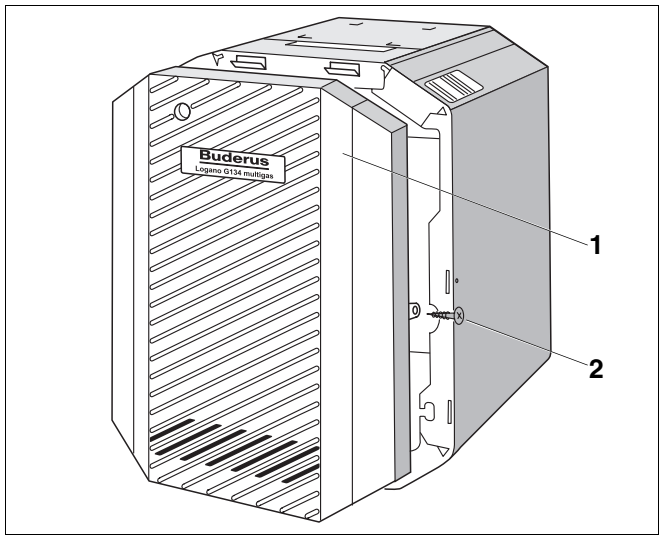

Rys. 8 Demontaż przedniej ścianki kotła
- Wykręcić śruby zabezpieczające (rys. 8, **poz. 2**) po lewej i prawej stronie ze ścianek bocznych.
- Unieść lekko przednią ściankę kotła (rys. 8, **poz. 1**) i zdjąć ją do przodu.